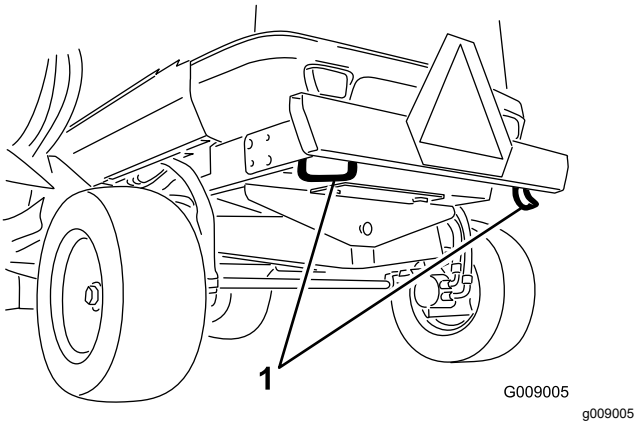

**Figuur 73**
**Achteraan de machine** – op de bumper (Figuur 73)